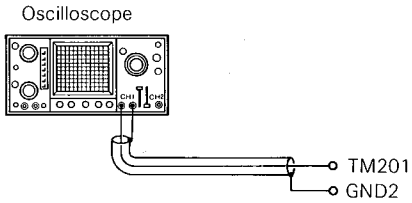

Fig. 14
(1) Connect oscilloscope to TM201 and GND2. (fig. 14)
(2) Insert the Philips test disc #5 and place the unit in the play mode. Select track number 12.
(3) Check to make sure that the track number flashes first and the eye pattern on the oscilloscope stays still.
(4) Defeat the laser interlock by connecting test points TM203 and TM205 together. In addition, connect TM206 to the jumper wire between TM203 and TM205.
(5) Within 5 seconds after the above step 4, connect GND2 to TM204.
(6) If the disc stops, or, starts spinning VERY VERY fast, repeat the above steps from item 2.